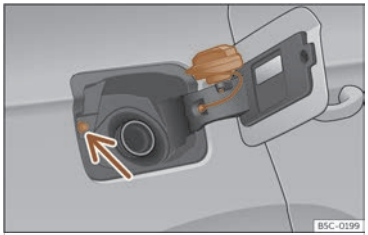

Fig. 213 Trappe à carburant avec bouchon ouvert.
- Placez le bouchon dans le logement se trouvant sur la charnière de la trappe à carburant ouverte ››› fig. 213.
Évitez de toucher le bouton de verrouillage de la trappe à carburant ››› **fig. 213** (flèche). Le système comprendrait que vous avez terminé et vous ne pourrez plus faire le plein. Rappuyez sur la touche ⛽ de la porte du conducteur pour continuer.